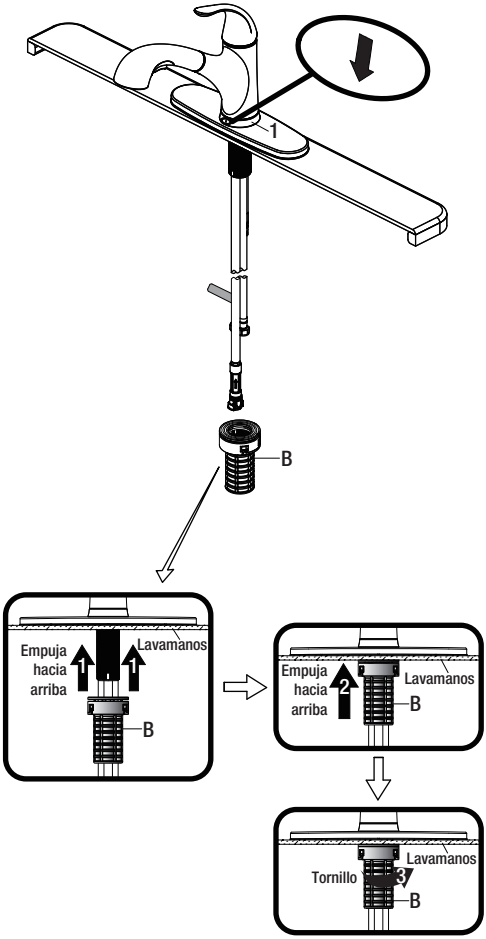

Fig 1
**NOTA:** Asegurar que la cara marcada con la flecha en la brida (1) quede mirando hacia delante.
- Desde abajo del lavamanos, asegura el conjunto del grifo a aquel con la sistema FastMount™ (B). Empuja la sistema FastMount™ (B) hacia arriba sobre las roscas hasta que toque la parte inferior del lavamanos. Enseguida gírala con la mano (hacia la derecha) para ajustar (Fig. 1).